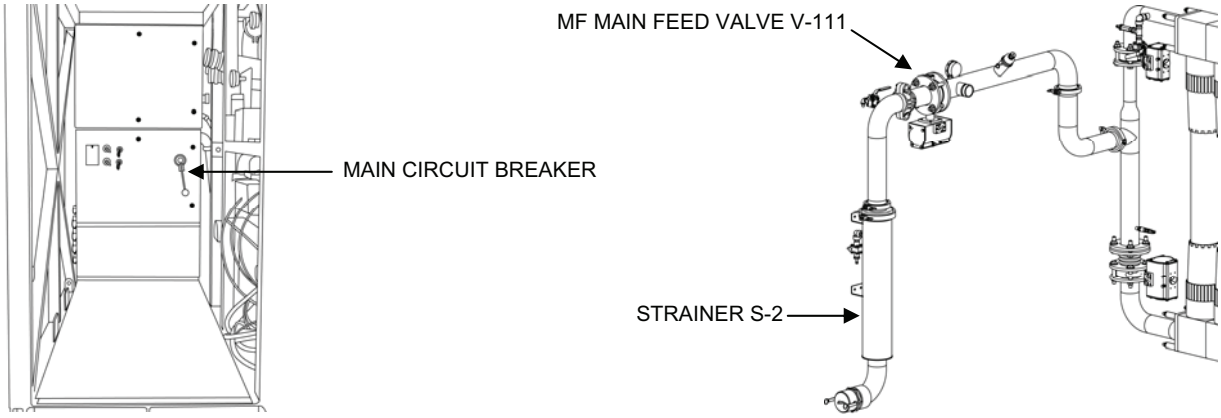

Figure 2. Main Circuit Breaker, Valve V-111, and Strainer S-2.
1. Turn the main circuit breaker to the OFF position. Valve V-111 will open to drain any residual MF cleaning solution back into Strainer S-2. After 1 minute, turn the main breaker back to ON to close the valve (Figure 2).